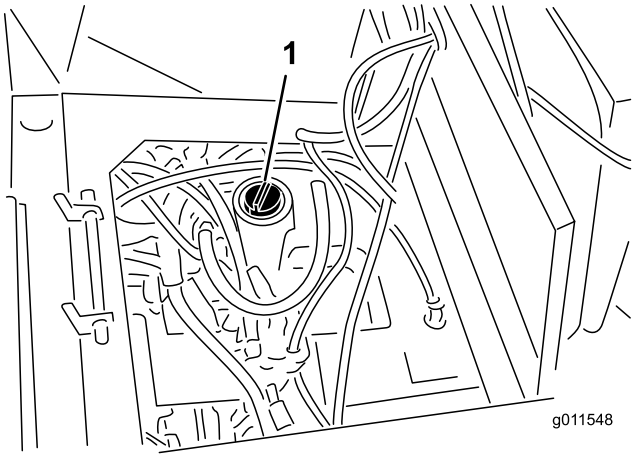

Figura 74
3. Llene el depósito (Figura 74) con aproximadamente 30 l de aceite hidráulico; consulte Comprobación del aceite hidráulico .